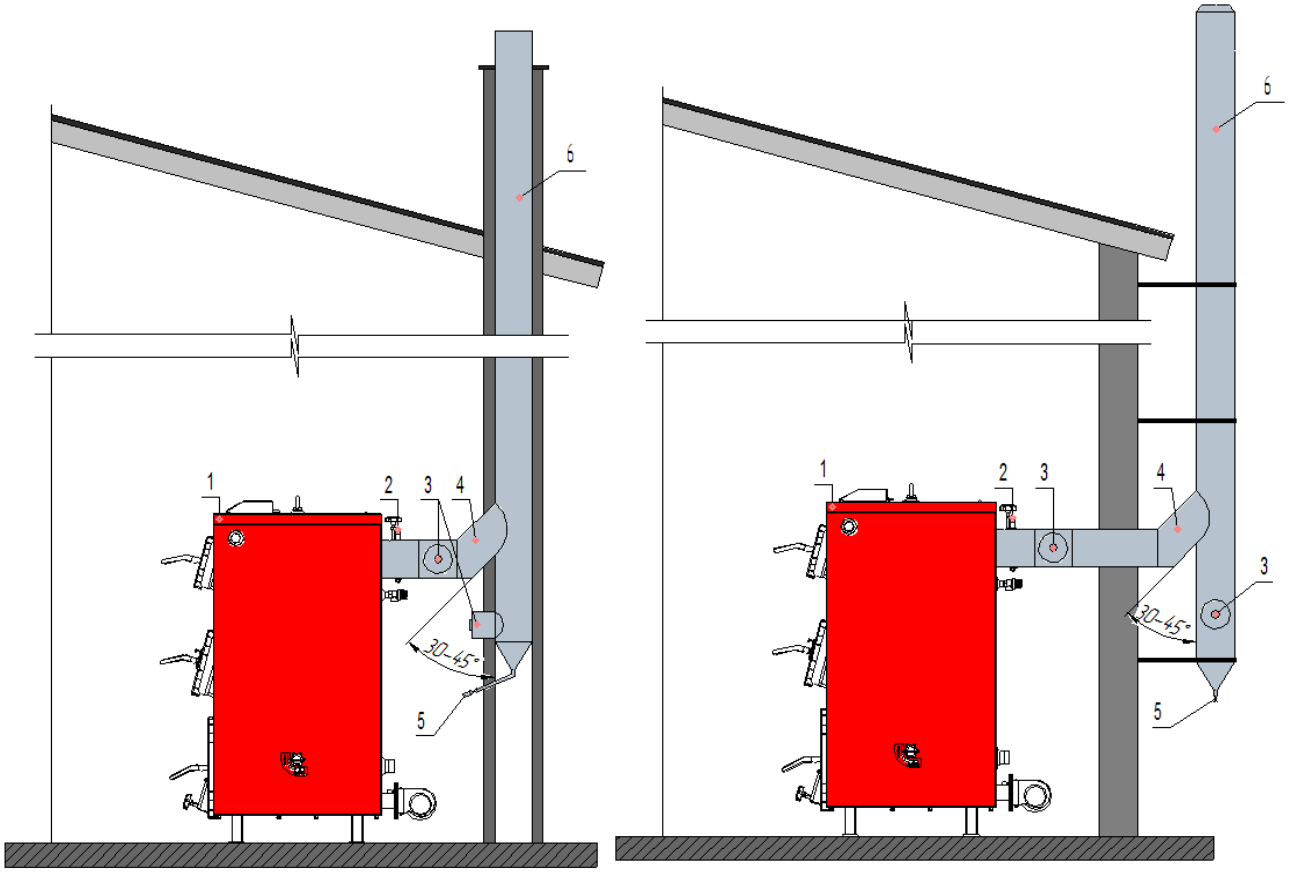

Рис.10 Рекомендована схема по під'єднанню котла до димоходу
8.4.6 Забороняється монтувати димохід (димову трубу) безпосередньо на димоході котла. Рекомендована монтажна схема підключення котла до димоходу показана на (Рис.10).